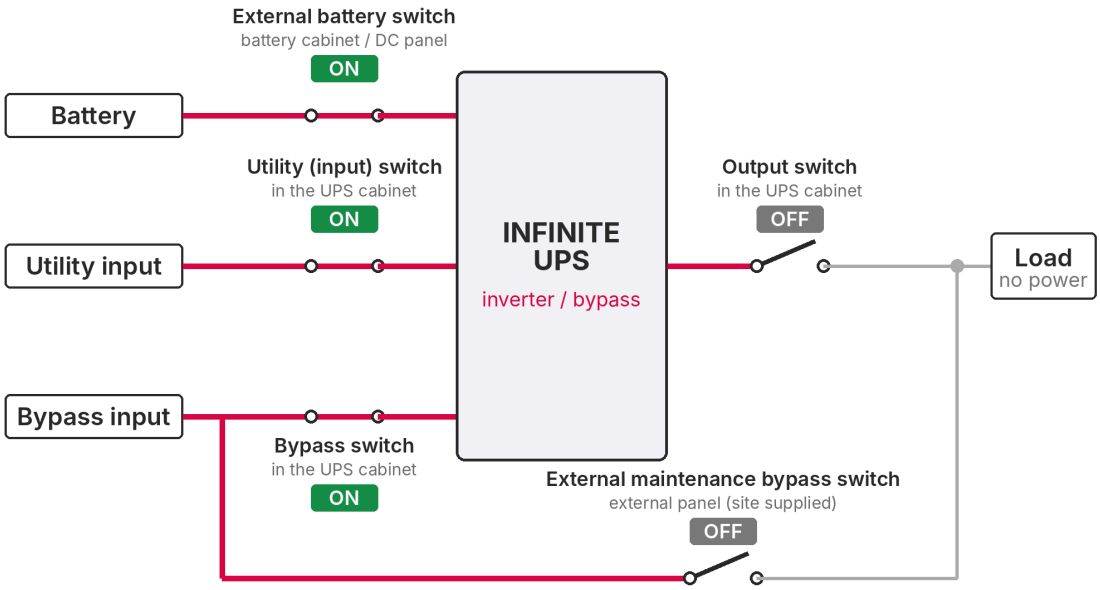

FIGURE 5-1 Start, step 2: bypass, utility and battery switches ON, output switch OFF
2. Close the **bypass switch**, the **utility (input) switch** and the **external battery switch**, in this order (Figure 5-1). You see: the touchscreen starts and the UPS feeds its output terminals through the bypass. The output switch stays OFF.